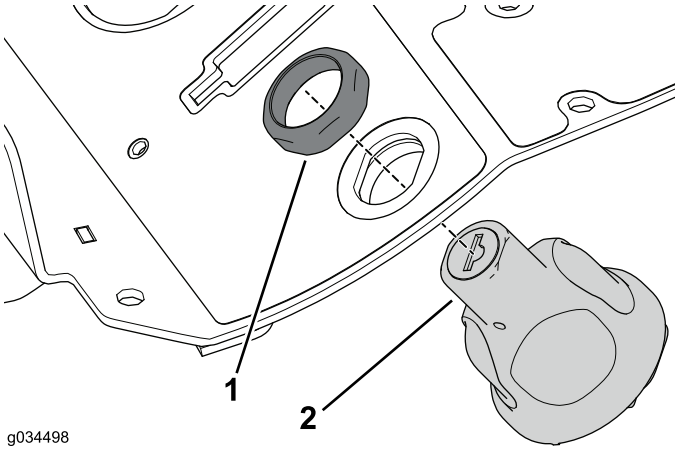

图29
4. 使用之前卸下的锁紧螺母，将点火开关固定至控制台总成（图29）。